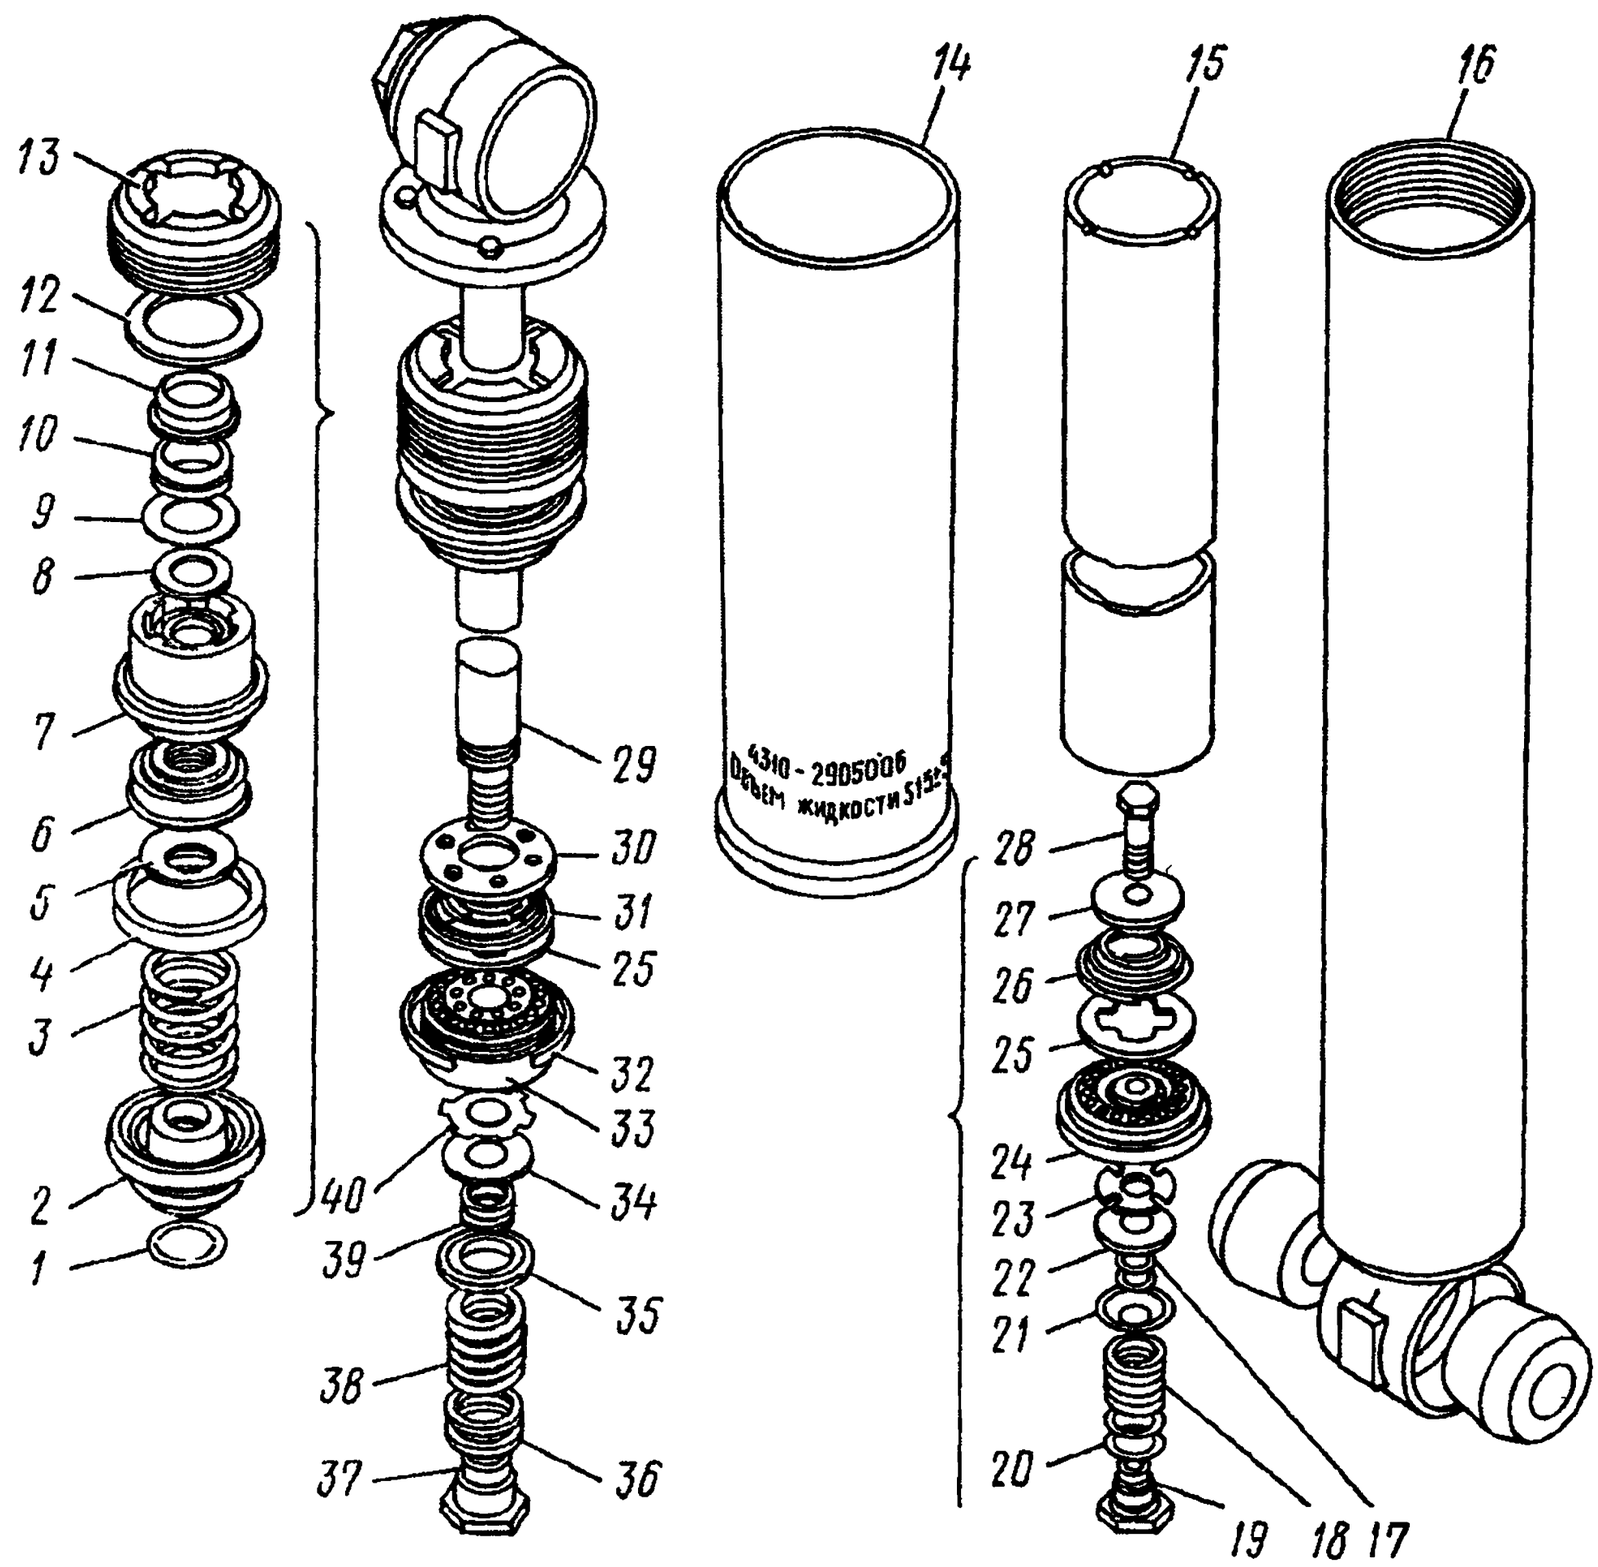

Рис. 238. Амортизаторы передние:
2. Отверните гайку *13* (рис. 238)	Ключ гайки амортизатора
11. Закрепите в тисках стержень *28* (см. рис. 238) клапана сжатия, установите на него ограничительную тарелку *27*, пружину *26* впускного клапана (меньшим опорным витком к ограничительной тарелке), тарелку *25* перепускного клапана, корпус *24* клапана сжатия, дроссельный диск *23*, диск *22* клапана сжатия (3 шт.), шайбы *17* клапана сжатия (2 шт.), тарелку *21*, пружину *18*	Тиски, мягкие губки, молоток, плоскогубцы, отвертка